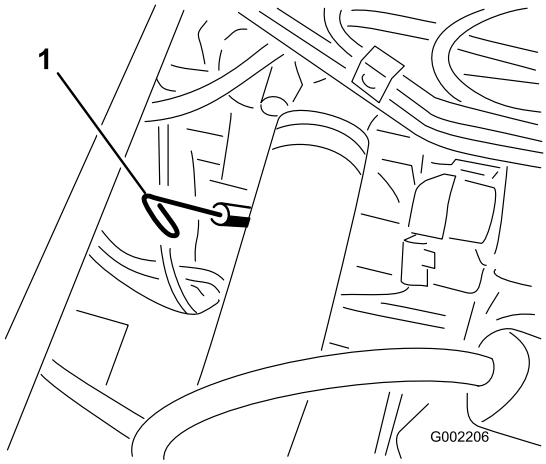

Figur 15
2. Ta ut oljestickan, som sitter under passagerarsätet, och torka av den med en ren trasa (Figur 15). Sätt ned oljestickan i röret och se till att den sitter fast ordentligt. Ta ur oljestickan och kontrollera oljenivån.